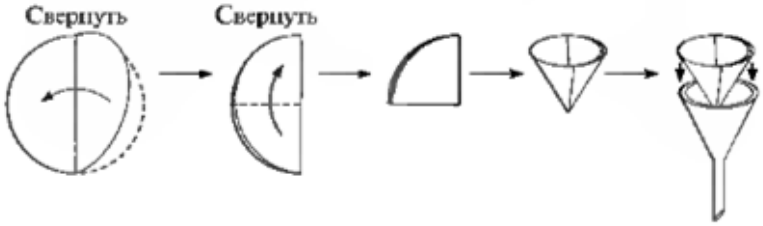

Рис. 4
1. Сверните бумажный фильтр, как показано на рис. 4.